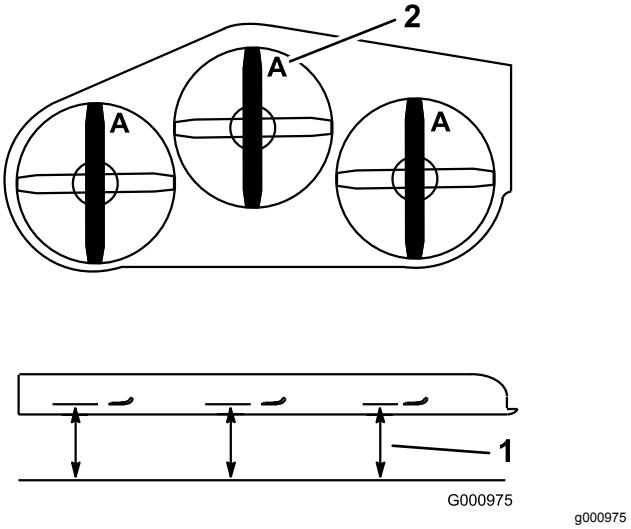

Bild 88
4. Messen Sie von einer ebenen Fläche bis zu den Schnittkante (Stellung **A**) der Messer (Bild 88).